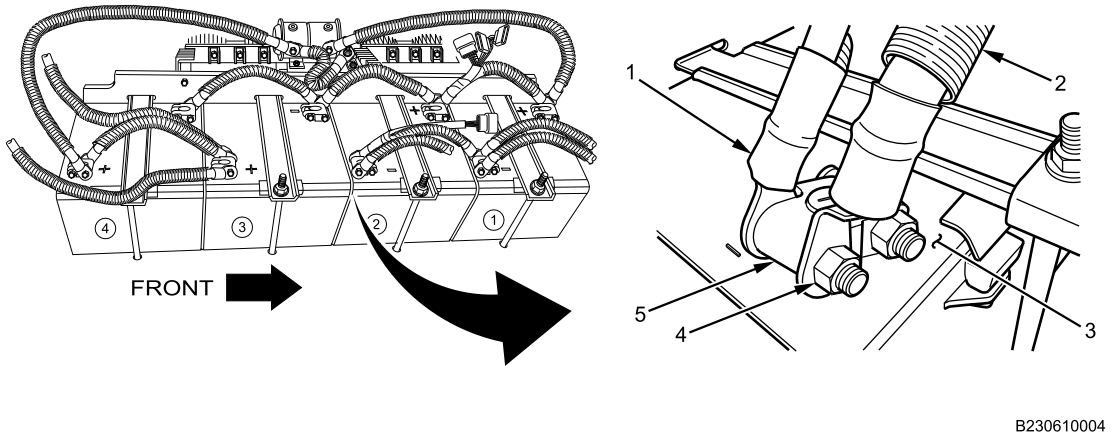

Figure 5. Battery 2 Ground Connections.
13. Remove nut (Figure 5, Item 4) from terminal bolt on negative stud adapter clamp (Figure 5, Item 5) of battery 2 (Figure 5, Item 3).
14. Remove NATO ground cable terminal (Figure 5, Item 2) from terminal bolt on battery 2 negative stud adapter clamp (Figure 5, Item 5).
15. Wrap loose end of NATO ground cable terminal (Figure 5, Item 2) with electrical tape to prevent energizing circuit.
16. Remove terminal bolt and clean-ground cable (Figure 5, Item 1) from battery 2 negative stud adapter clamp (Figure 5, Item 5).
17. Remove battery 1-to-battery 2 clean-ground cable (Figure 5, Item 1) from vehicle.